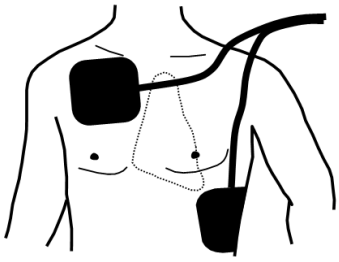

Abb. 5.4 Applikationsstellen Elektroden
1. Säubern und trocknen sie die vorgesehenen Stellen (Abb. 5.4) für die Elektroden. Bei haarigen Patienten, die Anlegestellen rasieren. Reinigen Sie die Haut ausschliesslich durch festes Abreiben mit einem trockenen Tuch.
3. Kleben sie die andere Elektrode schräg unterhalb der linken Brust wie auf Abb. 5.4 dargestellt.